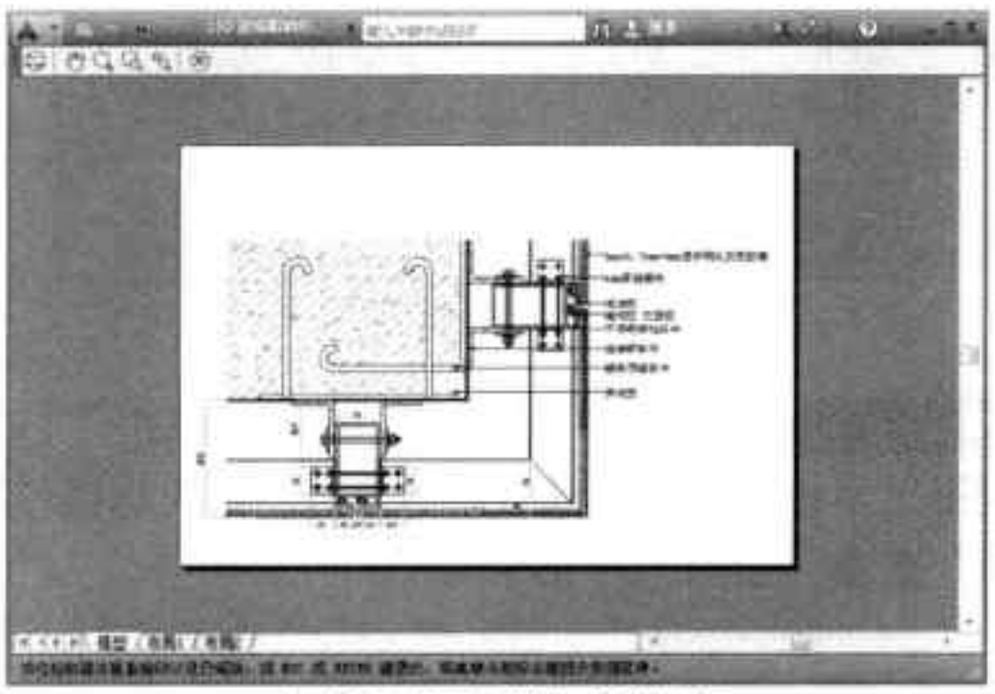

图10-21 预览打印样式
Step 07 单击“预览”按钮，在预览模式中可查看到打印预览效果，如图 10-21 所示。